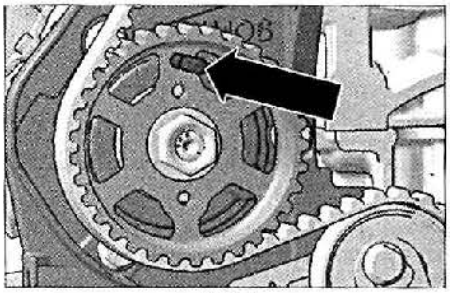

FIG. 9
- Calar el piñón de bomba de alta presión con un pasador de 5 mm **(fig. 9)**.